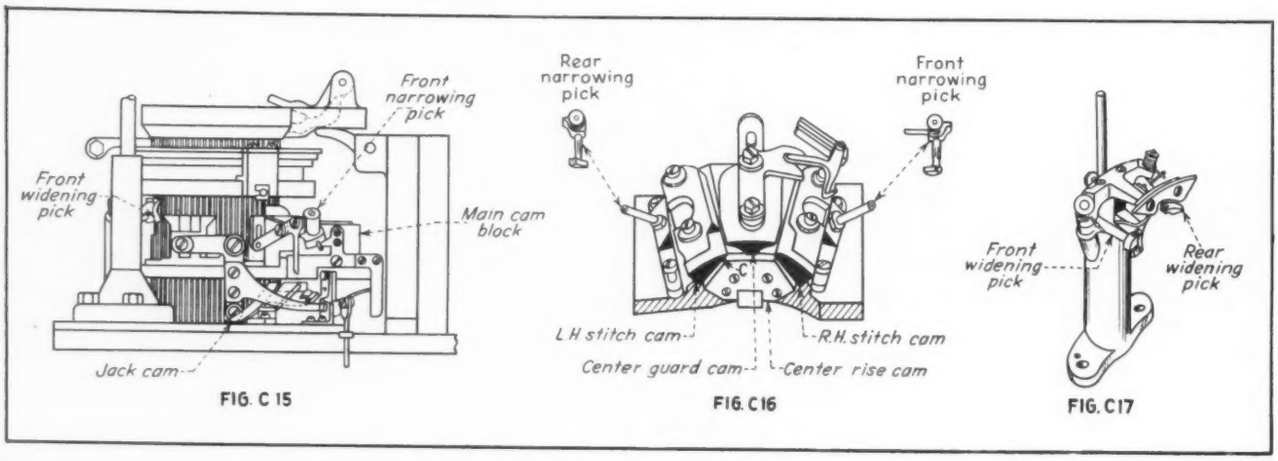

Fig. C15. Cylinder and cam assembly of Banner wrap machine. Fig. C16. Stitch-cams and main cam block. Fig. C17. Widening pick bracket assembly
**CAMS FOR ACTUATING NEEDLES** of circular hosiery machines can be divided into two classes: Those which act directly on the needles, for regular knitting; and those which act indirectly on the needles through jacks, for effecting fancy designs in the knitted fabric. Cams of all circular machines are much the same in principle, differing only in detail. The accompanying illustration, Fig. C15, is a front elevation of the cylinder and cam assembly on the Banner wrap machine and shows the location of both the regular knitting cams and the jack cams.